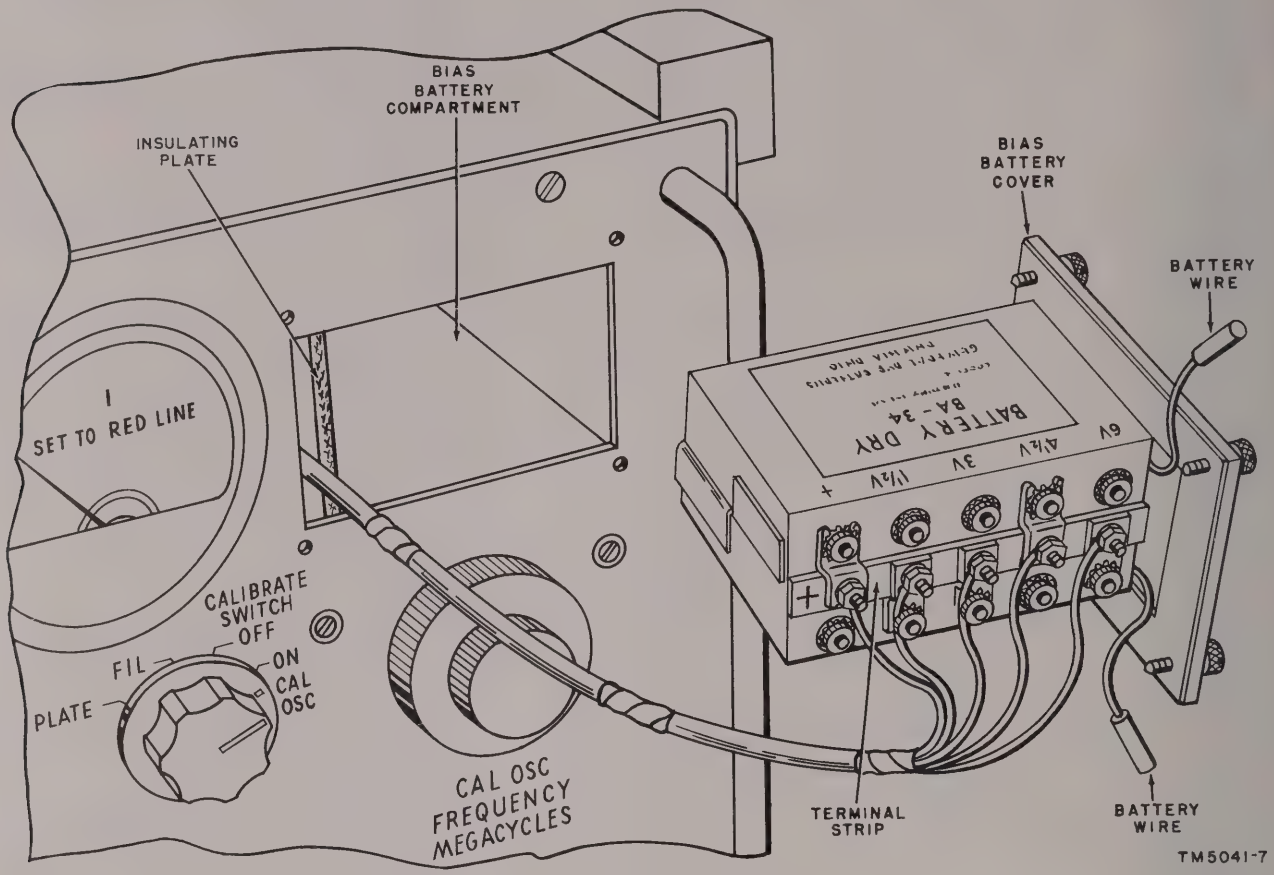

Figure 7. Installation of bias batteries.
(6) Check the storage batteries for condition of charge as described in paragraph 26*b*(3). If charging is necessary, plug the charger cord into a source of 115 volts, 60 cycles, until the batteries are fully charged.
e. Bias Batteries. Remove the bias-battery cover on the upper right corner of the receiver control panel by unfastening the four captive screws. Install two bias batteries in the mounting clips, and connect them to the terminal strip (fig. 7). Cut the battery wires and tape the ends. Be sure that the plus ends of the batteries are placed at the plus end of the terminal strip. Install the connected batteries in the compartment with the terminals facing